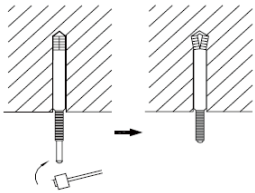

Fig.7
(3). Insert the anchor bolts into the drilled holes, and drive the pins completely into the anchor bolts with a hammer. (Fig.7)